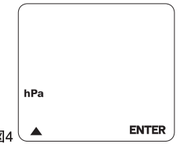

図4
（5）電源がOFFの状態で⏻ボタン⑤を2秒以上長押しすると図4が表示され"セットモード"に入ります。